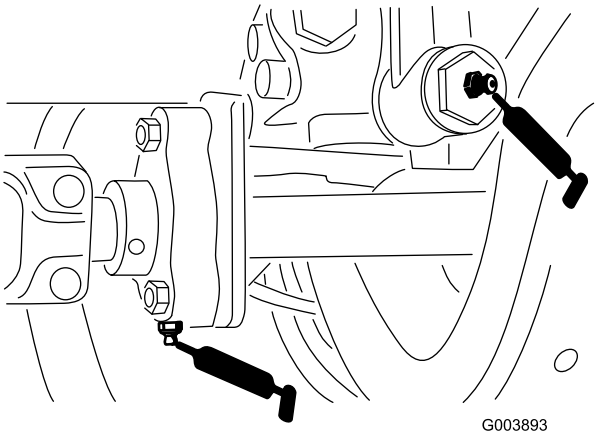

Figur 46
- En nippel på drivstyrlänken vid transmissionen (Figur 46)
- En nippel på drivaxelns stödlager (Figur 46)
- Tre nipplar på bakaxelns drivaxel (Figur 46)